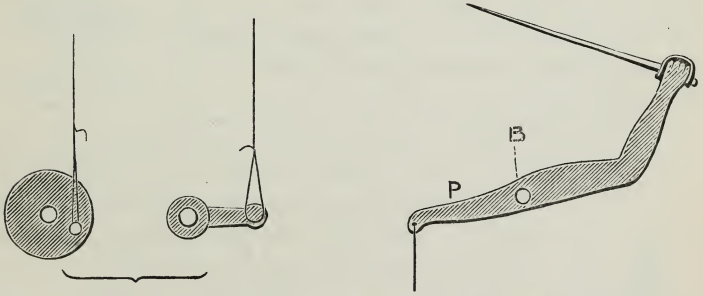

Fig. 61.—Plain Crank for Mechanical Movement Toy.
in any required direction—vertical, horizontal, or angular. In Fig. 61 is the plain crank, either a pin on a revolving disc or a simple short arm on the end of the pinion. To this is attached a cord to (let us say) the arm of a figure carrying a sword (B), the arm being pivoted at P. The crank by its revolution will pull this string at regular intervals, and the arm will be therefore slowly and steadily raised and lowered. The motion of a crank is not quite regular, but may be considered so.